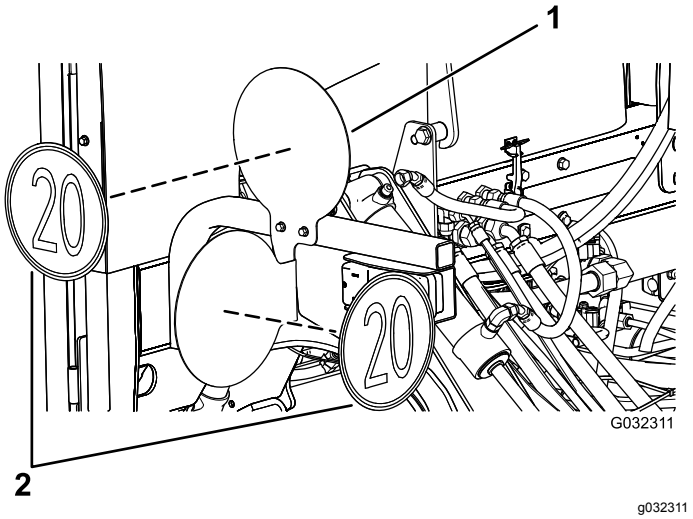

Figura 36
3. Applicate gli adesivi sulla superficie rivolta verso l'esterno delle piastre (Figura 36).